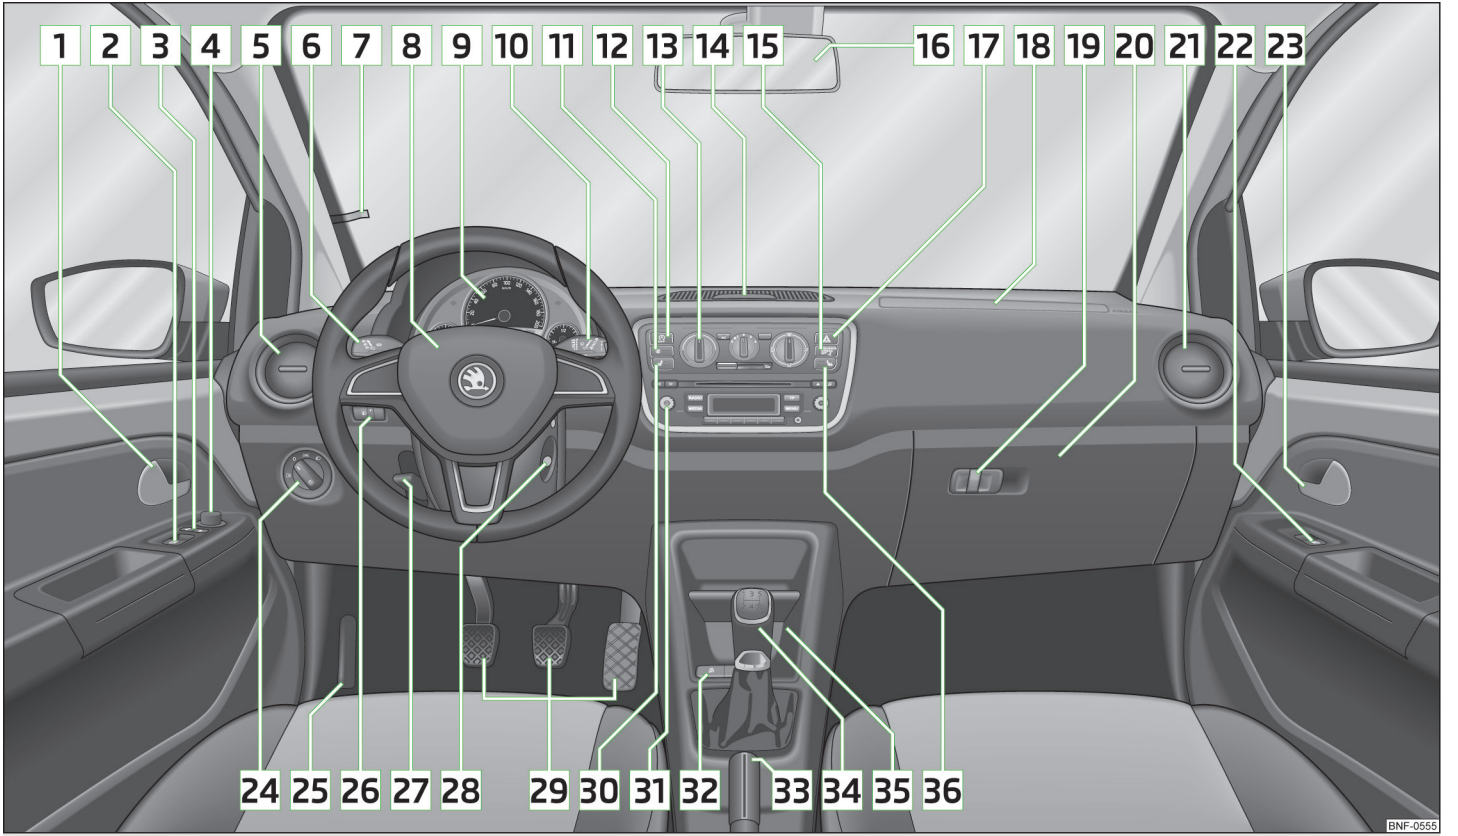

Fig. 1 **Cockpit**
- The arrangement of the controls and switches and the location of some items on right-hand drive models may differ from that shown in » Fig. 1 . The symbols on the controls and switches are the same as for left-hand drive models.